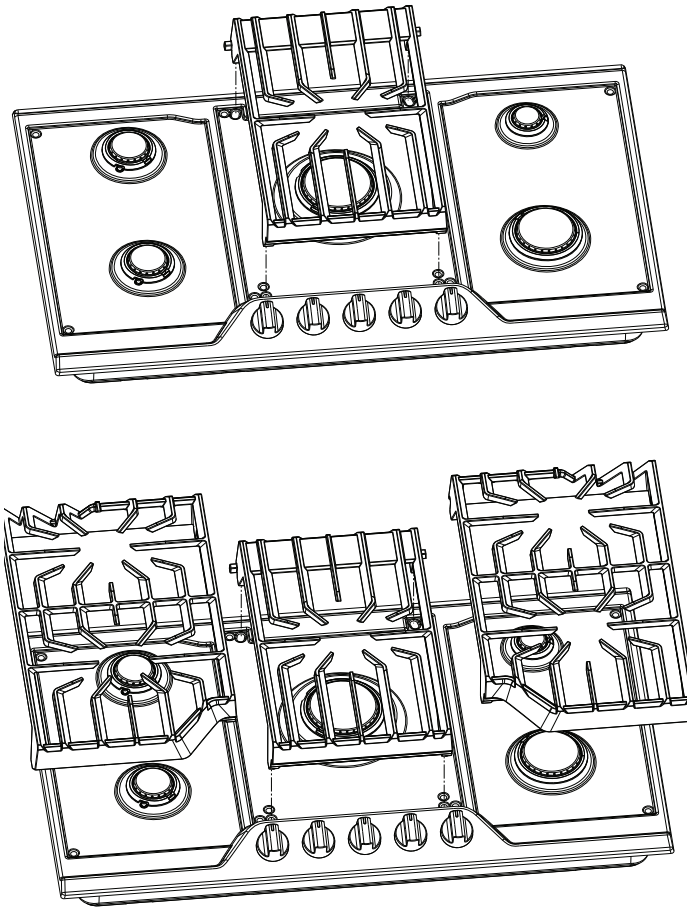

Figure 4: Installez les grilles du milieu en premier
- Veiller à ce que les grilles soient bien en place sur la surface de cuisson avant d'allumer les brûleurs (Figure 4). Les grilles sont conçues pour reposer à l'intérieur de la zone en retrait de la table de cuisson.